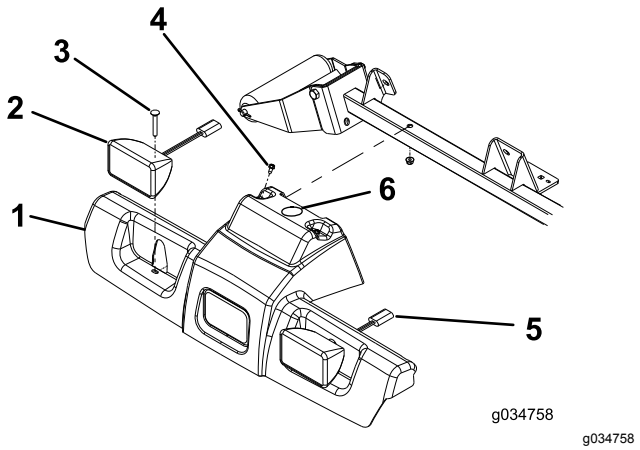

Figuur 1
1. Verwijder de moeren van de 2 slotbouten waarmee de koplampen aan het frame van de tractie-eenheid zijn bevestigd (Figuur 1).
2. Verwijder de 2 zelftappende bouten waarmee de bovenkant van het platformscherm aan het frame is bevestigd (Figuur 1).
3. Koppel de aansluitingen van de koplampen af en neem het platformscherm van het frame (Figuur 1).
4. Boor een gat van 38 mm in het platformscherm op de plaats die wordt getoond in Figuur 1.